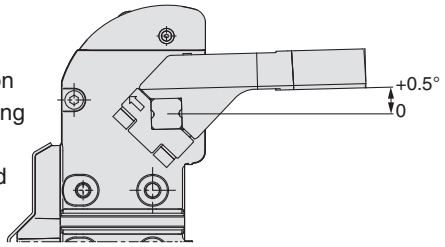

Abb. 1
2)Dabei ist, wie in Abbildung 1 dargestellt, eine mechanische Abweichung von 0 bis +0,5° am Ende des Spannarms vorhanden. Nehmen Sie die Einstellung von außen mit einem Abstandsblech vor. Siehe Seite 34.